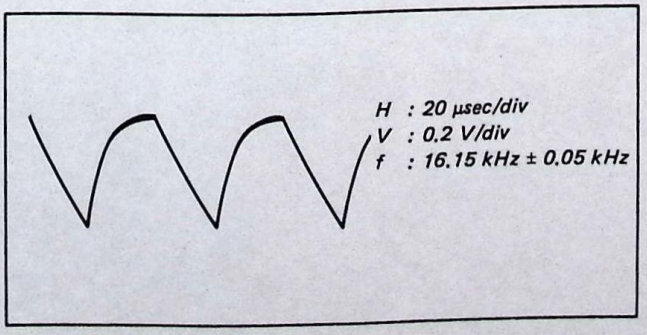

Fig. 5-3-4.
1) Adjust to 16.15 kHz ± 0.05 kHz with JG-1 RV2. (See Fig. 5-3-4)